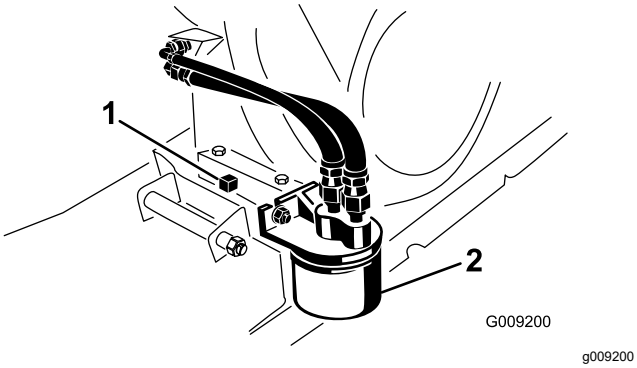

Figura 33
2. Retire el filtro de aceite (Figura 33).
4. Enrosque el filtro nuevo sobre el adaptador del filtro hasta que la junta toque la placa de montaje, luego apriete el filtro ½–¾ de vuelta más (Figura 33).
6. Coloque un recipiente con capacidad de 1,8 litros debajo del tapón de vaciado (Figura 33).
7. Retire el tapón de vaciado y la junta (Figura 33).